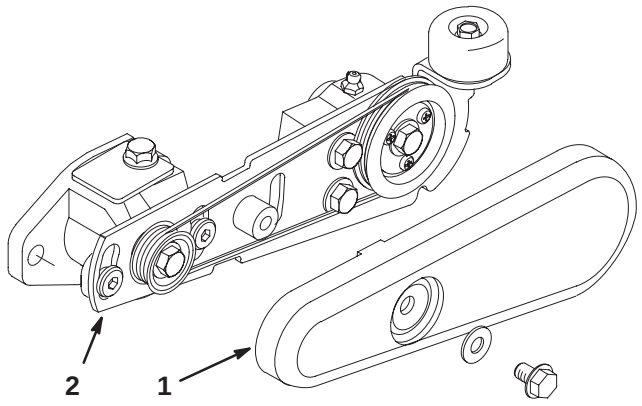
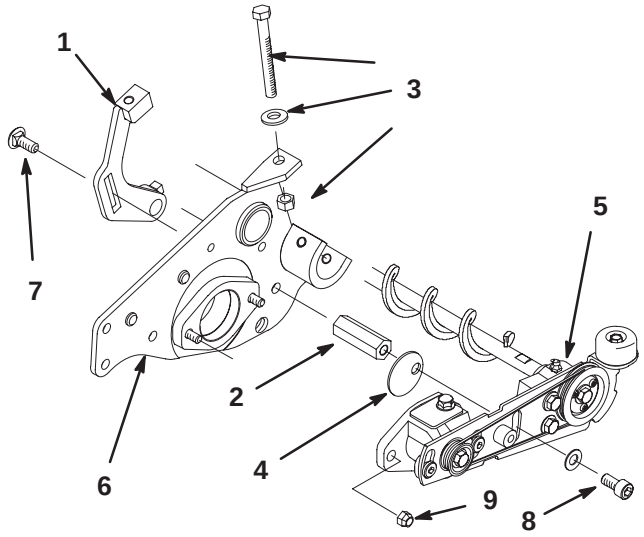

Figure 7
Figure 8
11. Remove the plastic belt cover from the brush kit drive assembly (Fig. 7). Remove the hex extension (Fig. 8).
12. Attach the new left-hand height-of-cut bracket to the cutting unit using the existing carriage bolt. Secure the hex extension to the bolt (Fig. 8).
13. Assemble the height-of-cut adjustment bolt, washer and nut previously removed (Fig. 8).
15. While inserting the roller brush shaft into the bearing housing on the right end of the cutting unit, slide the drive assembly onto the cutting unit bearing housing making sure that the tang drive is aligned in the roller brush housing. Place the offset washer between the hex extension and the drive assembly and loosely secure them with a socket head screw and washer (Fig. 8).
16. Secure the drive assembly to the bearing housing on the cutting unit with the (2) 3/8" locknuts provided (Fig. 8).